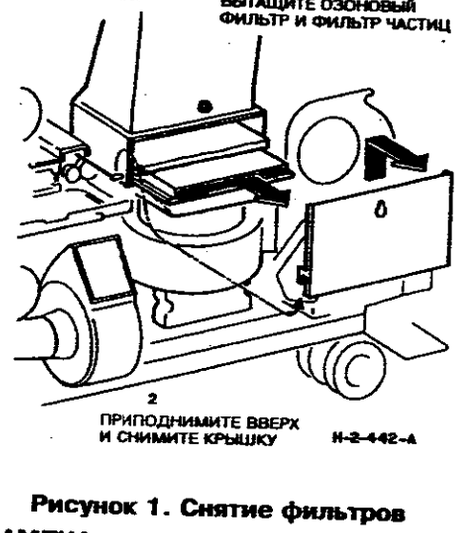

**Рисунок 1. Снятие фильтров**
2. (Рисунок 1) Снимите озоновый фильтр и фильтр частиц.